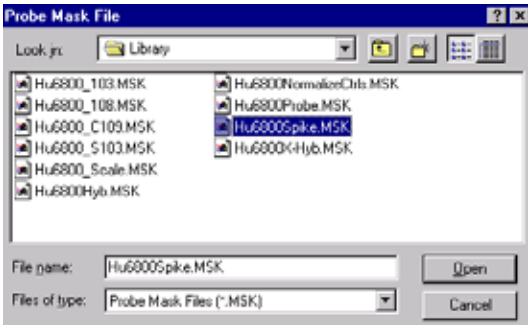

Figure G.45
⇒ The Probe Mask File dialog box appears **(Figure G.45)**.
2. Double-click the spike probe mask you wish to edit **(Figure G.45)**.
The software combines the results from the .cel files to create a new composite spike probe mask. This combines the composite spike probe mask with the spike probe mask selected in step 2 (for example, Hu6800Spike.MSK in **Figure G.45**) as specified in step 8 (*And* or *Or* fashion, or overwrites the selected spike probe mask).